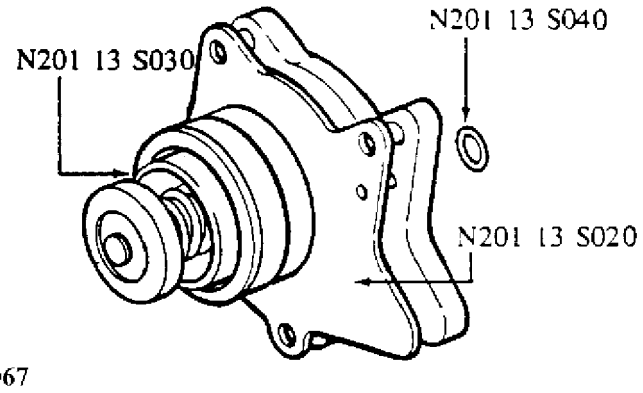

Fig. 1: Air Control Valve Components
c. Gasket (P/N: N201 13 5020), Gasket (P/N: N201 13 5030) and "O" Ring (P/N: N201 13 5040) - These parts are the components of the air control valve, which may require being replaced in rare cases. See Fig. 1.